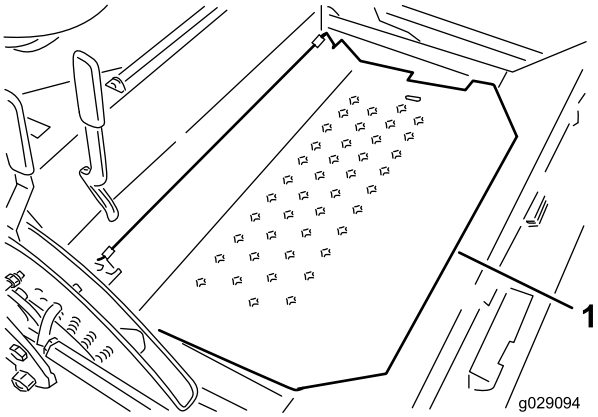

**Rysunek 86**
42. Odchyl płytę podłogową (Rysunek 86).